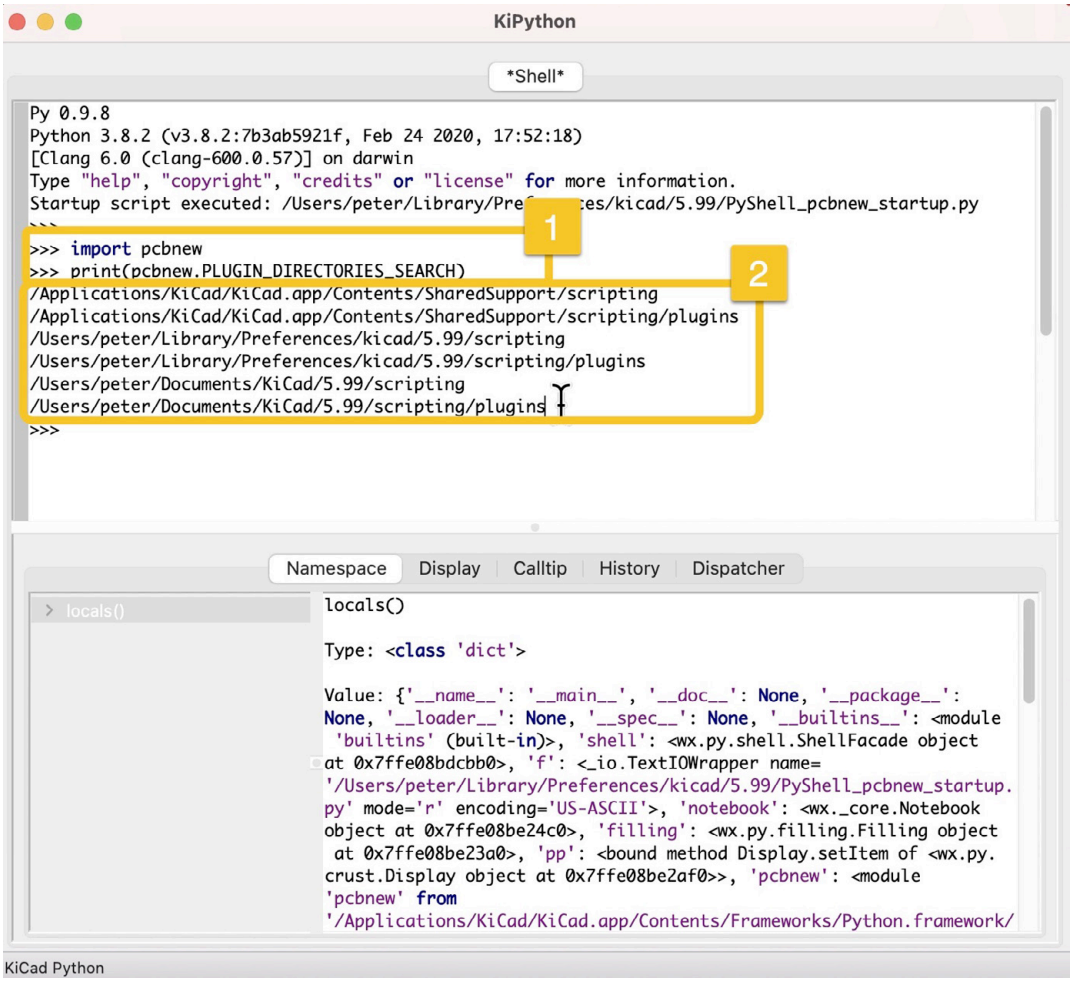

Figure 13.14.3.12: The Python scripting console helps me find the folders where I can store KiCad plugins.
The output you see in your shell will be different from mine. In the example above, there are more than one folders that I can use to store plugins. I prefer to use the last one because it is located in my Documents folder, which is one of the locations of my filesystem that are automatically backed up. I also have shortcuts so that I can navigate there quickly. Below is what the Python scripting console looks for me at this point: (1) the two lines of Python code I have typed in, and (2) the response from the interpreter (Figure 13.14.3.12):